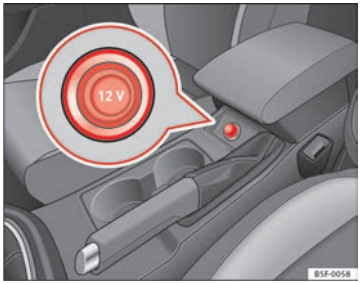

Fig. 87 Centre console: front/rear 12-volt power socket
– Remove the connector located in the centre console of the power socket ⇒ Fig. 87.